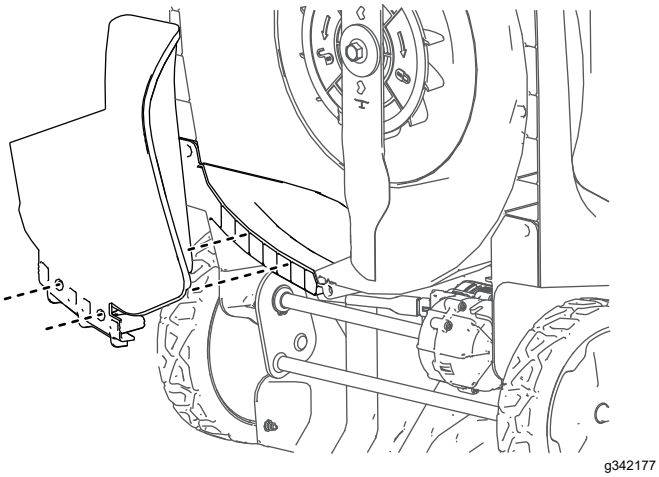

Figura 13
4. Allineate il tappo mulching e premete il fondo del tappo fino a quando questo non scatta in posizione nei 2 perni di fissaggio come mostrato nella Figura 13.